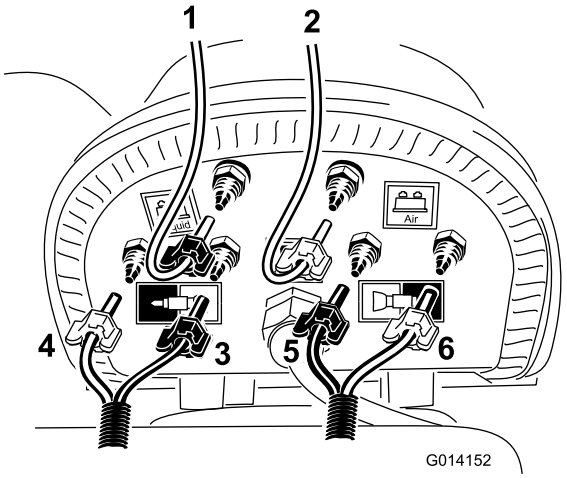

Figura 22
Nota: Instale el tubo transparente en la espiga **azul** o de agua del compresor, según se muestra en Figura 22. Utilice una abrazadera azul para sujetar ambos tubos. Será necesario abrir más la funda del tubo para que pase por el conjunto del depósito.
B. Localice la manguera de bucle corta que se cortó previamente e instale el tubo transparente a la espiga restante del tapón negro del depósito, según se muestra en Figura 22.
D. Localice la manguera de espuma enrutada al brazo izquierdo, e instale los tubos azul y blanco en los lugares indicados en Figura 22.
E. Localice la manguera de espuma enrutada al brazo derecho, e instale los tubos azul y blanco en los lugares indicados en Figura 22.